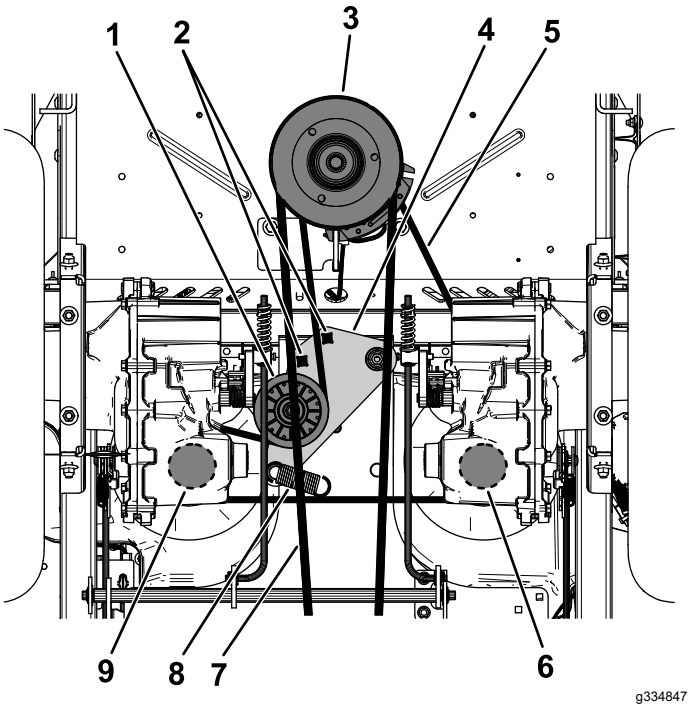

Bild 62
5. Verwenden Sie eine ½"-Ratschen oder -Brechstange in einem der quadratischen Löcher im Spannrollenarm, um die Spannung der Spannrollenfeder (Bild 62) zu lösen.
6. Ziehen Sie den vorhandenen Riemen von der Umlenkrolle, den beiden Riemenscheiben für den Hydraulikpumpenantrieb und der Motorriemenscheibe (Bild 62).
7. Ziehen Sie den neuen Riemen um die Motorriemenscheibe und um die beiden Riemenscheiben der Hydraulikpumpe (Bild 62).